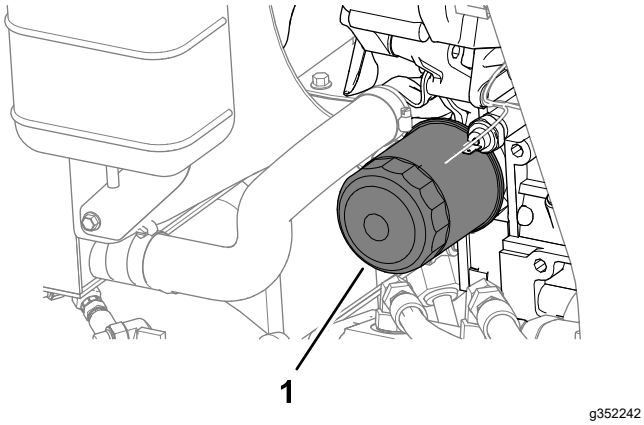

Figuur 75
4. Verwijder het oliefilter (Figuur 75).